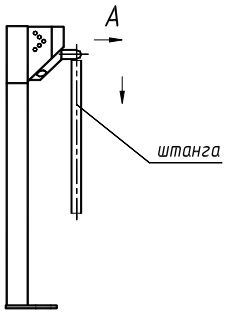

Рис.2
- приведите штангу в положение «проход открыт», для чего оттяните штангу в направлении **А** (от турникета) не менее, чем на 50мм, и поверните ее вниз (см. Рис.2)